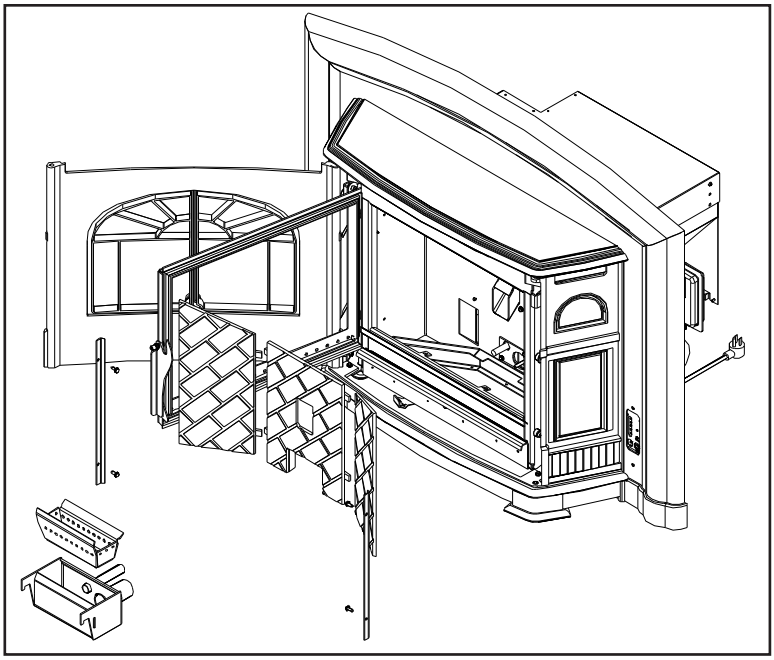

**Figure 5: Firebox Components Removal.**
**Removal of the firebox backing for bi-annual cleaning (refer to Figure 5):**
- Remove the two (2) screws that hold each brick liner retainer in place. Remove side brick liners by sliding them forward then out.
- Place the two (2) side panels back into the firebox and reinstall the two (2) retainers using two (2) screws on each side.